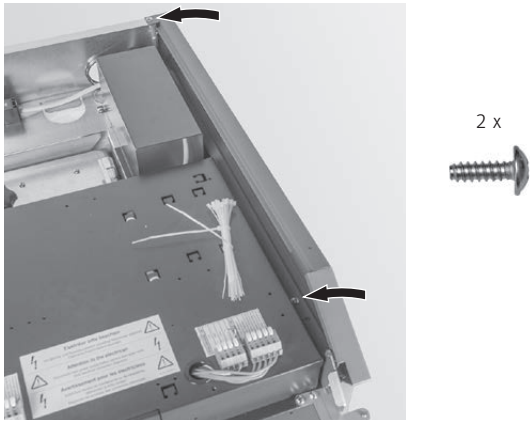

Fig. 67 Infilare la parte superiore del rivestimento e avvitarla
- ▶ Infilare la parte superiore del rivestimento in corrispondenza della parete laterale destra e fissarla con 2 viti autofilettanti su ciascun lato – Fig. 67.